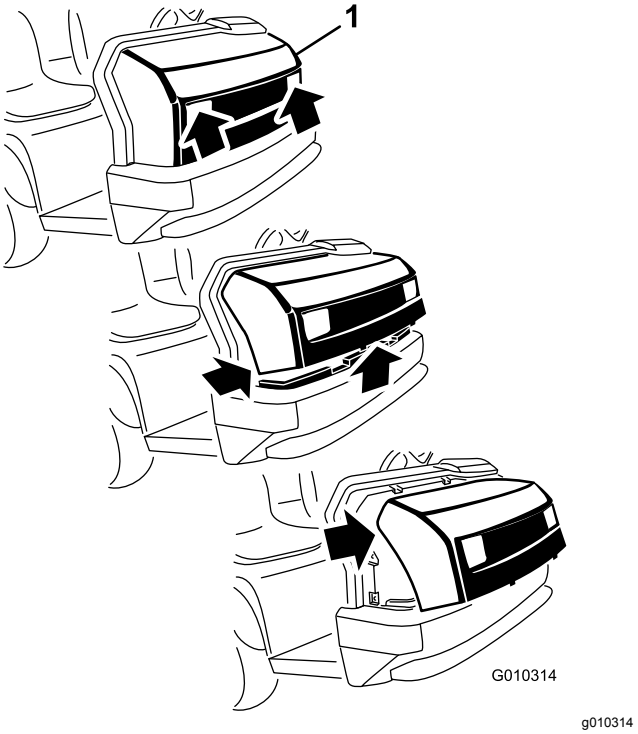

**Bild 28**
1. Fassen Sie die Motorhaube in den Scheinwerferöffnungen an und heben sie an, um die unteren Befestigungsnasen aus den Rahmenschlitzen zu heben (Bild 28).
2. Drehen Sie die Unterseite der Motorhaube nach oben, bis Sie die oberen Befestigungsnasen aus den Rahmenschlitzen ziehen können (Bild 28).
3. Drehen Sie die Oberseite der Motorhaube nach vorne und ziehen Sie die Kabelanschlüsse von den Scheinwerfern ab (Bild 28).
2. Stecken Sie die oberen Befestigungsnasen in die Rahmenschlitze (Bild 28).
3. Stecken Sie die unteren Befestigungsnasen in die Rahmenschlitze (Bild 28).